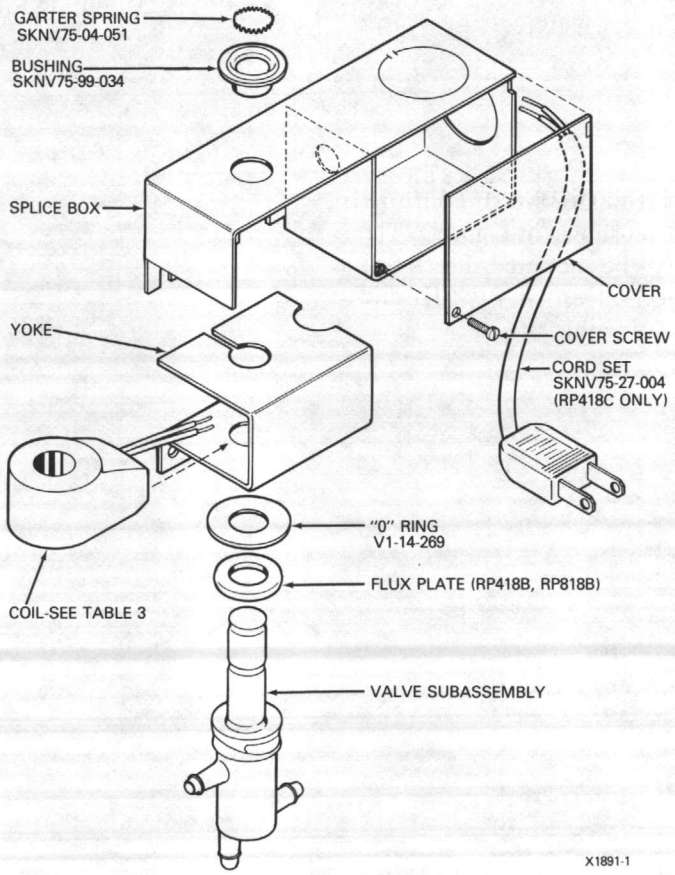

Fig. 3. RP418, RP818 Exploded View.
1. Using a small screwdriver, pry loose the garter spring positioned at the top of the relay (Fig. 3).
Refer to Figure 3 and Table 3.